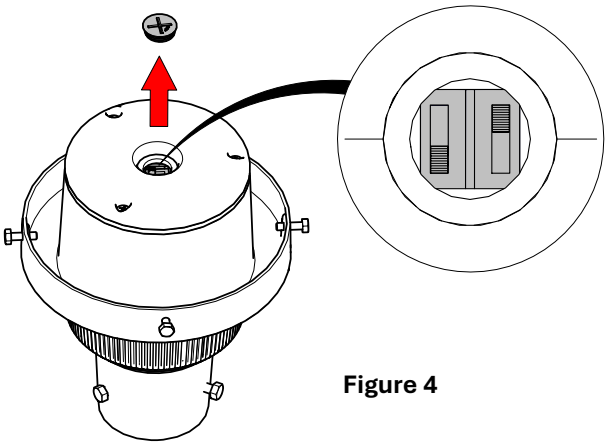

Figure 4
4. Remove the center conduit plug on the housing base and adjust the FAO controller to the desired wattage/CCT settings [**Figure 4**].